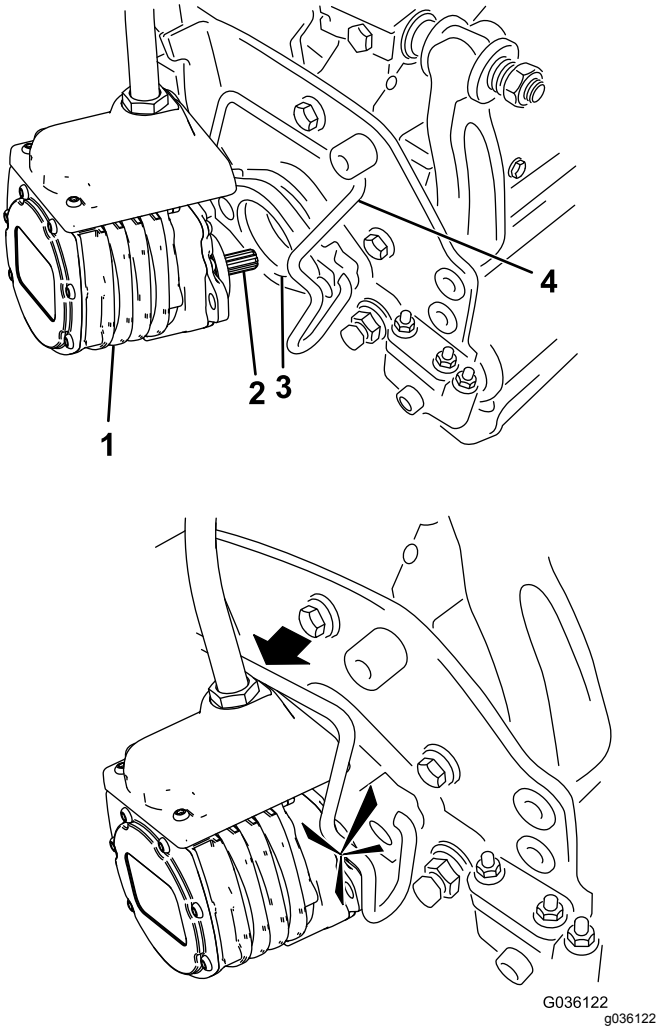

Rysunek 54
6. Nasmaruj wał z wypustem silnika zespołu tnącego cienką warstwą smaru (Rysunek 54).
7. Umieść silnik po lewej stronie jednostki tnącej (patrząc ze stanowiska operatora) i pociągnij pręt mocujący silnik na jednostce tnącej w kierunku silnika, aż do usłyszenia charakterystycznego kliknięcia po obu stronach silnika (Rysunek 54).